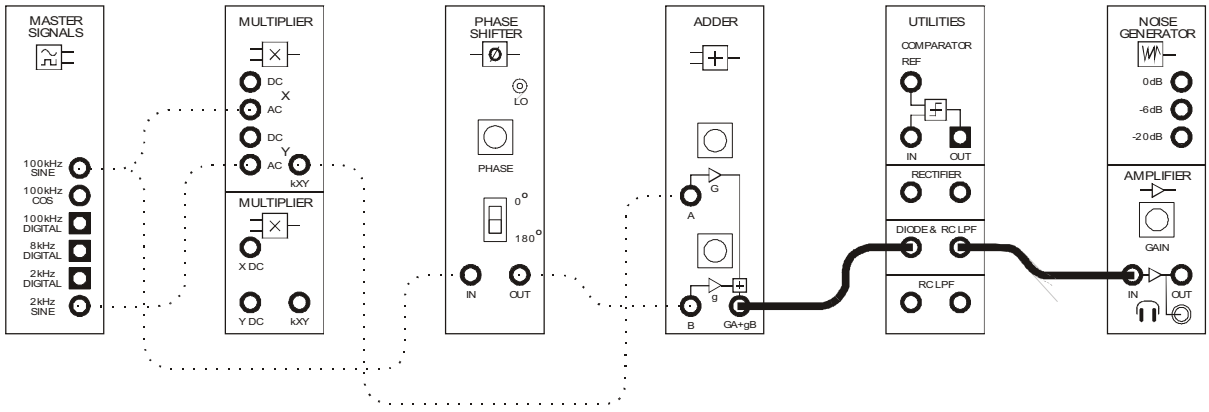

Figure 11
26. Modify the set-up as shown in Figure 11 below leaving the scope's connections as they are.
33. Disconnect the additions you made per Figure 11.